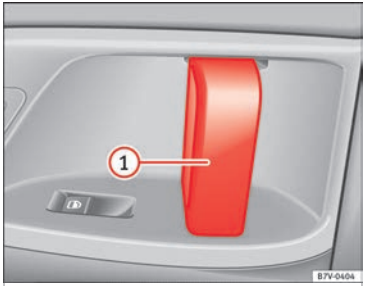

Bild 134 På skjutdörren: dörrhandtag (1)
Öppna skjutdörren inifrån.	När skjutdörren släpps öppnar du dörren helt genom att dra i innerhandtaget »» **bild 134** (1).